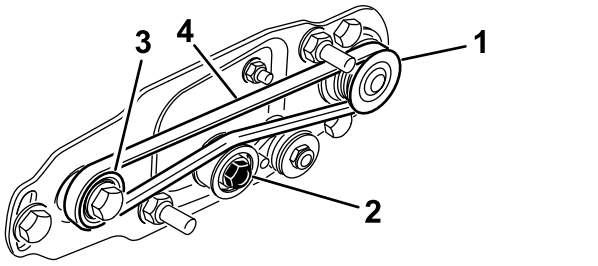

Figura 26
A. Avvolgete la cinghia intorno alla puleggia **motrice** e successivamente intorno alla parte superiore della puleggia tendicinghia (Figura 26).
B. Avviate la cinghia sulla puleggia **condotta** (Figura 26).